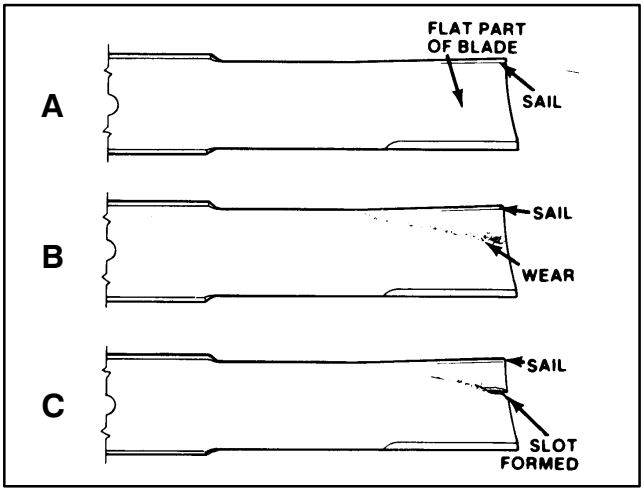

Figure 26
2. Examine cutting ends of the blade carefully, especially where the flat and curved parts of the blade meet (Fig. 26−A). Since sand and abrasive material can wear away the metal that connects the flat and curved parts of the blade, check the blade before using the mower. If wear is noticed (Fig. 26−B), replace the blade.
If blade is allowed to wear, a slot will form between the sail and flat part of the blade (Fig. 26−C). Eventually a piece of the blade may break off and be thrown from under the housing, possibly resulting in serious injury to yourself or bystanders.